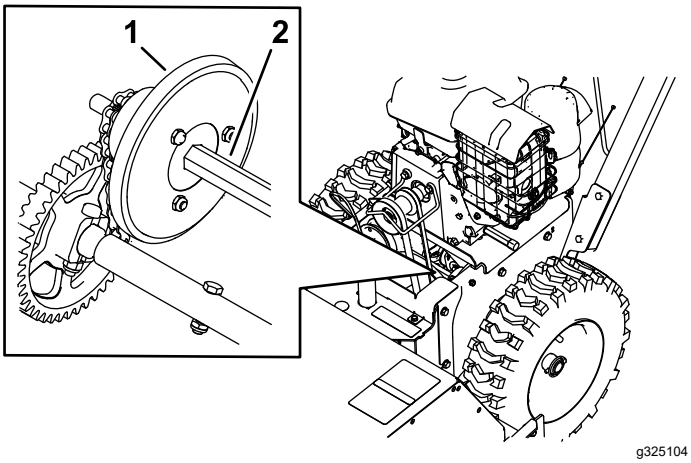

Figure 24
4. Trempez un long pinceau effilé propre dans de l'huile moteur et graissez légèrement l'arbre hexagonal (Figure 24).
Important: **Veillez à ne pas faire couler d'huile sur la roue en caoutchouc ou le plateau d'entraînement à friction en aluminium, sinon la transmission patinera (Figure 24).**